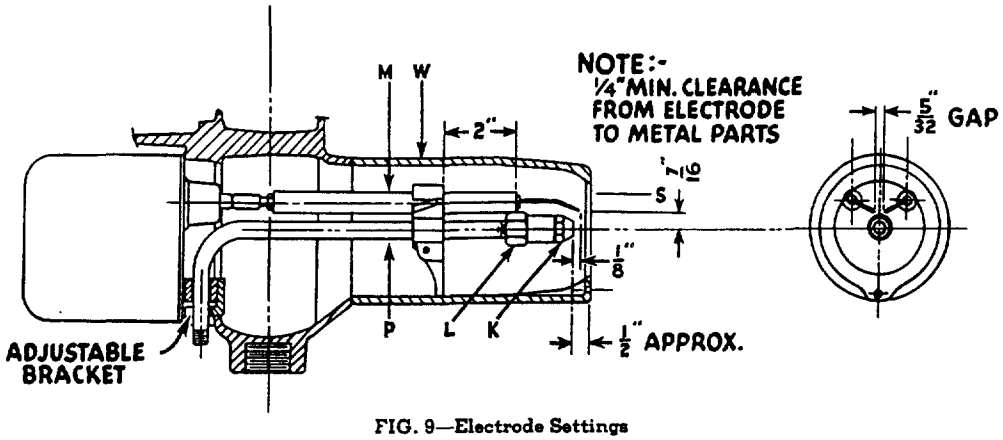

FIG. 9—Electrode Settings
3. Check Electrodes "M". Use a ruler to make these measurements. See Fig. 9. Gap ⅛" to 5/32". Electrodes are set approximately ⅛" in front of nozzle, and 1/16" above the nozzle center. Bare Electrode Wires shall clear all metal parts by at least ¼".